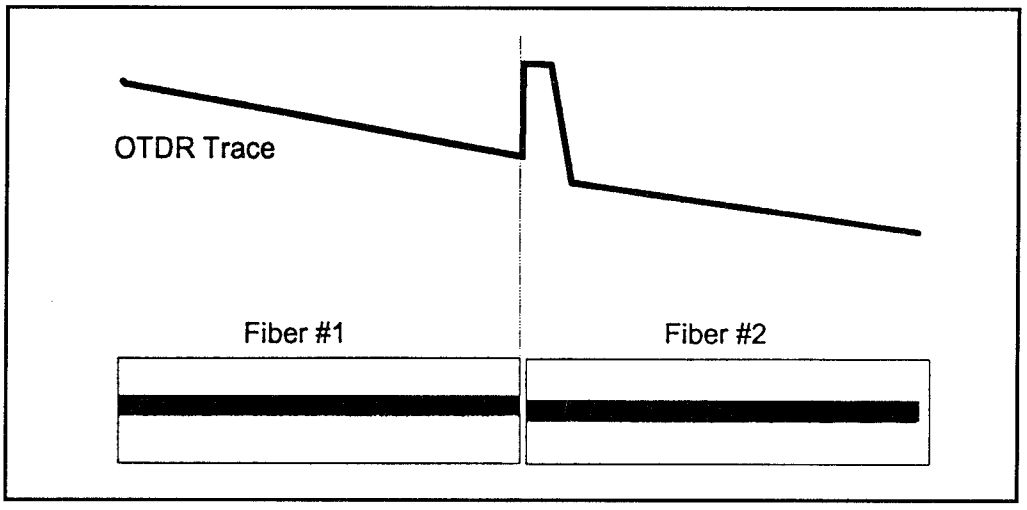

Figure 14: A reflective event location
- For a reflective event (such as a mechanical splice), place the cursor just before a reflection so the cursor does not ride up on the spike (see Figure 14).